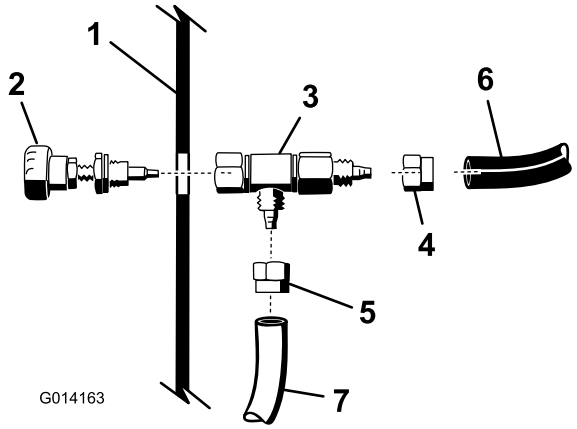

Figura 20
5. Afloje la tuerca que sujeta el pomo al acoplamiento en T, según se indica en Figura 20.
6. Debajo del salpicadero, instale los tubos azul y blanco de la manguera de espuma en el cuerpo de la válvula reguladora, según se muestra en Figura 20.